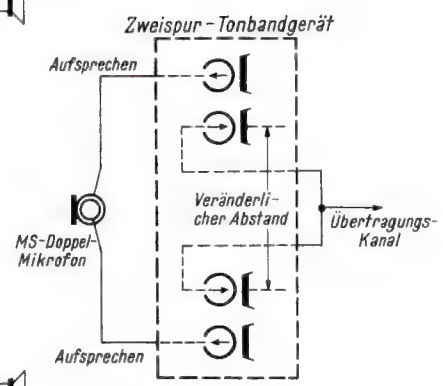

Bild 7. MS-Doppelmikrofon mit nachgeschaltetem Zweispur-Tonbandgerät als Laufzeitglied
F. Enkel und seine Mitarbeiter entwickelten ein Zweispur-Magnettongerät *(Bild 7)*, dessen Wiedergabeköpfe gegeneinander verschiebbar sind. Es ist gelungen, brauchbare Tonbänder zu bespielen, die sowohl die vollendete Einkanal-Aufnahme enthalten, als auch die Stereo-Aufnahme, diese wegen der gleichzeitig fixierten Pilotfrequenzen.